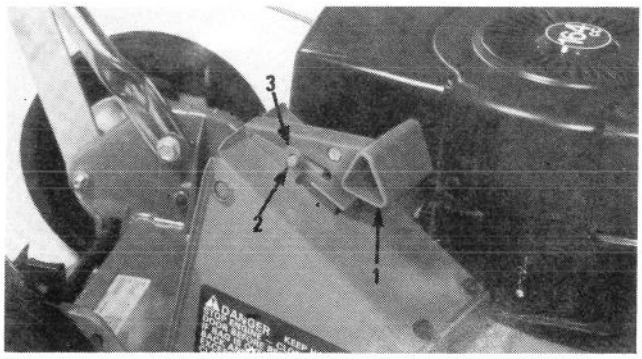

Figure 3
1. Insure mulching door handle on mower is fully forward and door is completely closed (Fig 3).
Note: Latch pin must be in hook (Fig. 3).